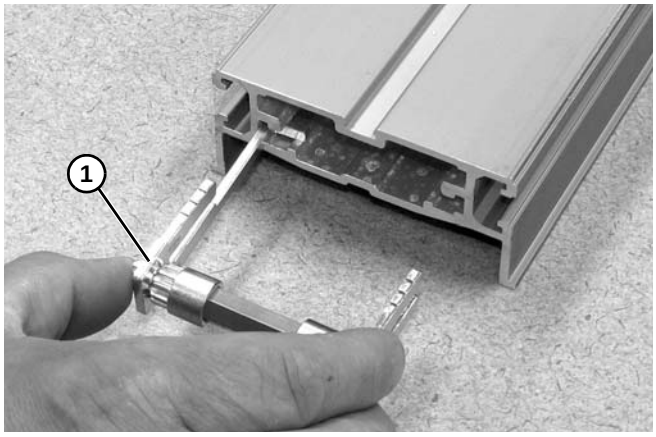

Abbildung 92
7. Ritzelbaugruppe **(Abbildung 92, Teil 1)** in Förderbandrahmen einsetzen.